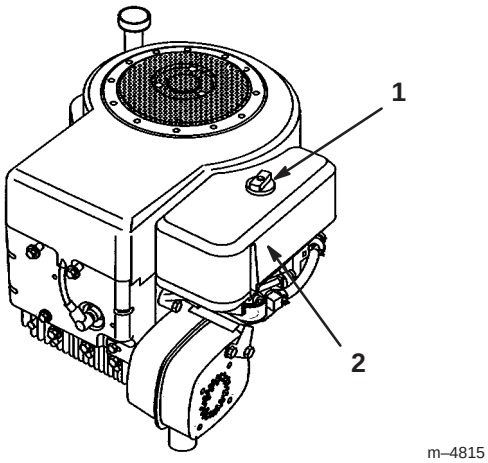

Figure 21
8. Unscrew the knob and remove the air cleaner cover (Fig. 21).
3. Install the air cleaner cover and knob (Fig. 21) and tighten the knob snugly.